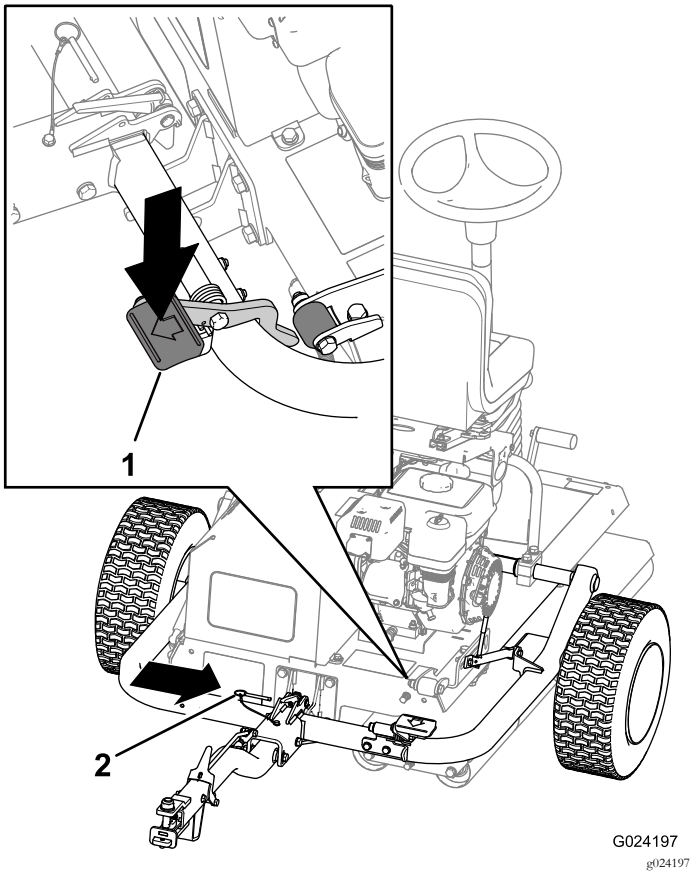

**Figur 8**
6. Trampa på dragkrokens pedal tills dragkroken låses på plats (Figur 8).
7. Sätt i låspinnen (Figur 8).